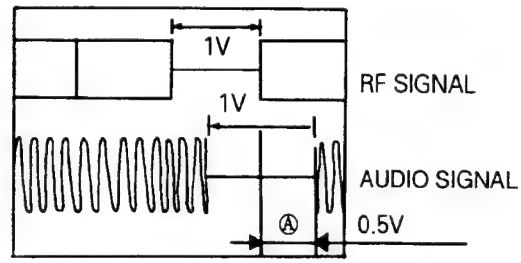

Fig. C-9-1
1) Confirm that the period Ⓐ of Fig. C-9-1 is within ±0.5V.